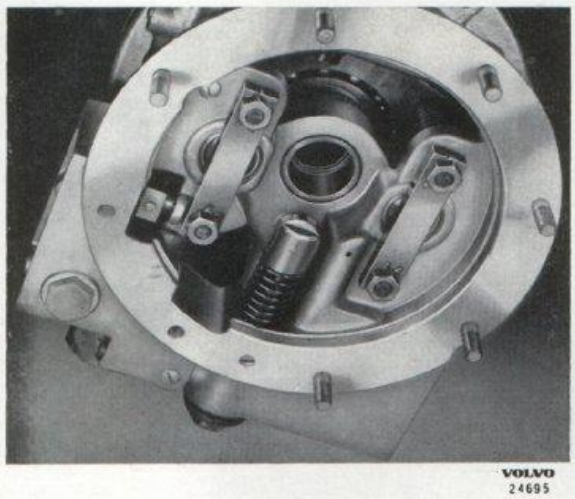

Bild 3-55. Hopsättning av främre hushalva
7. Montera kolvarna (14) i främre hushalvan. Montera samman kopplingslamell, bromstrumma (39), tryckfjädrar (52), främre hushalva och tryckplattor (48, 54) till en enhet, se bild 3-55. Vid hopsättningen strykes tätningsmedel på bromstrummans båda sidor.